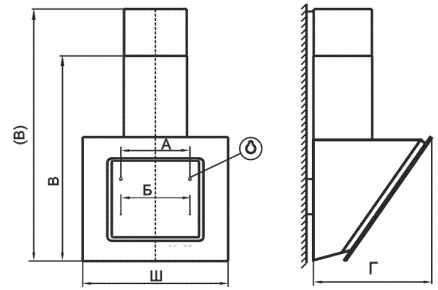

рис. 2
Навесьте вытяжку через отверстия типа «замочная скважина» (размер «А», рис. 2) и дополнительно закрепите ее двумя самонарезающими винтами 6х50 мм (размер «Б»).
- вверните два самонарезающих винта 6х50 мм (размер А, рис. 2).